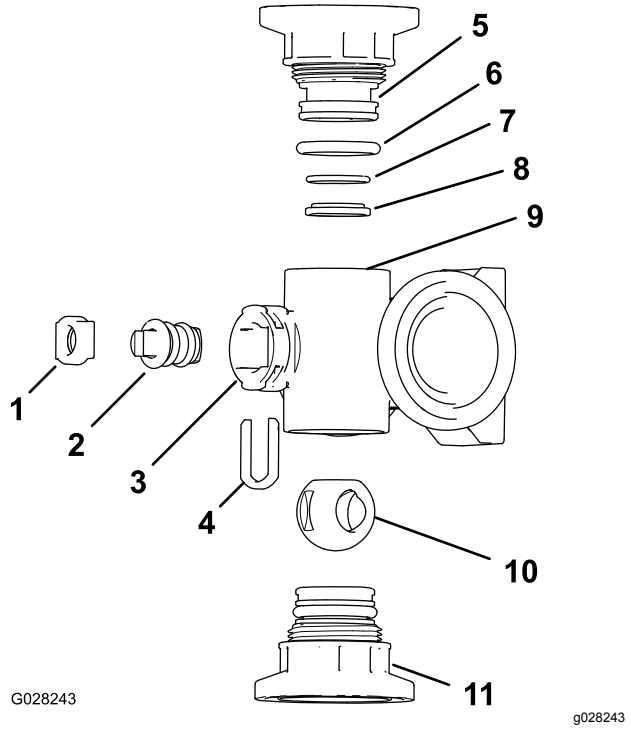
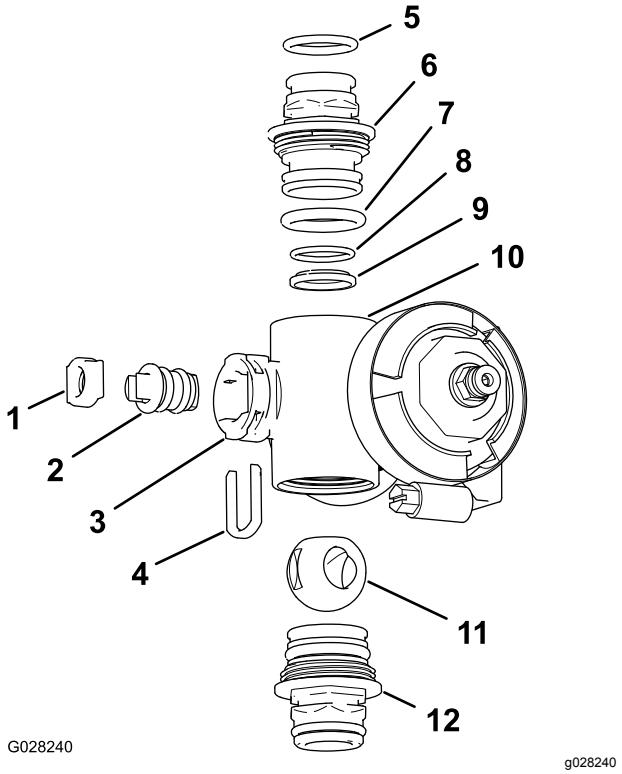

Figur 98
Figur 99
2. Ta bort ändkåpans två fästen från var sin ände av grenrörshuset (Figur 98 och Figur 99).
4. Ta bort ventilskafthållaren från hålen i grenrörets skaftport (Figur 98 och Figur 99).
5. Ta bort ventilskafthållaren och ventilskaftets säte från grenröret (Figur 98 och Figur 99).
6. Ta bort ventilskaftenheten inuti grenrörshuset (Figur 98 och Figur 99).
1. Kontrollera att utloppskopplingens o-ringar (endast sektionsventilens grenrör), ändkåpans o-ringar, bakre sätets o-ringar och kullagret inte är skadade eller slitna (Figur 98 och Figur 99).
2. Stryk på smörjfett på ventilskaftet och montera det i ventilskaftsätet (Figur 98 och Figur 99).
3. Montera ventilskaftet och sätet på grenröret och fäst dem med ventilskafthållaren (Figur 98 och Figur 99).
4. Kontrollera att bakre sätets o-ring och kullagret är inriktade och sitter ordentligt i ändkåpans fäste (Figur 98 och Figur 99).
5. Montera ändkåpans fästenhet på grenrörshuset tills flänsen på ändkåpans fäste vidrör grenrörshuset (Figur 98 och Figur 99), och vrid sedan ändkåpans fäste ytterligare ett åttondels till ett kvarts varv.